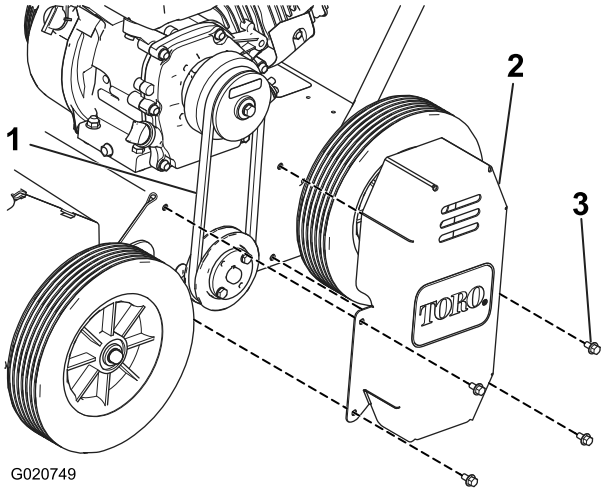

Figura 19
2. Retire las 4 tuercas que sujetan la cubierta de la correa al lado izquierdo de la máquina, y retire la cubierta (Figura 19).
3. Compruebe la tensión de la correa (Figura 19)